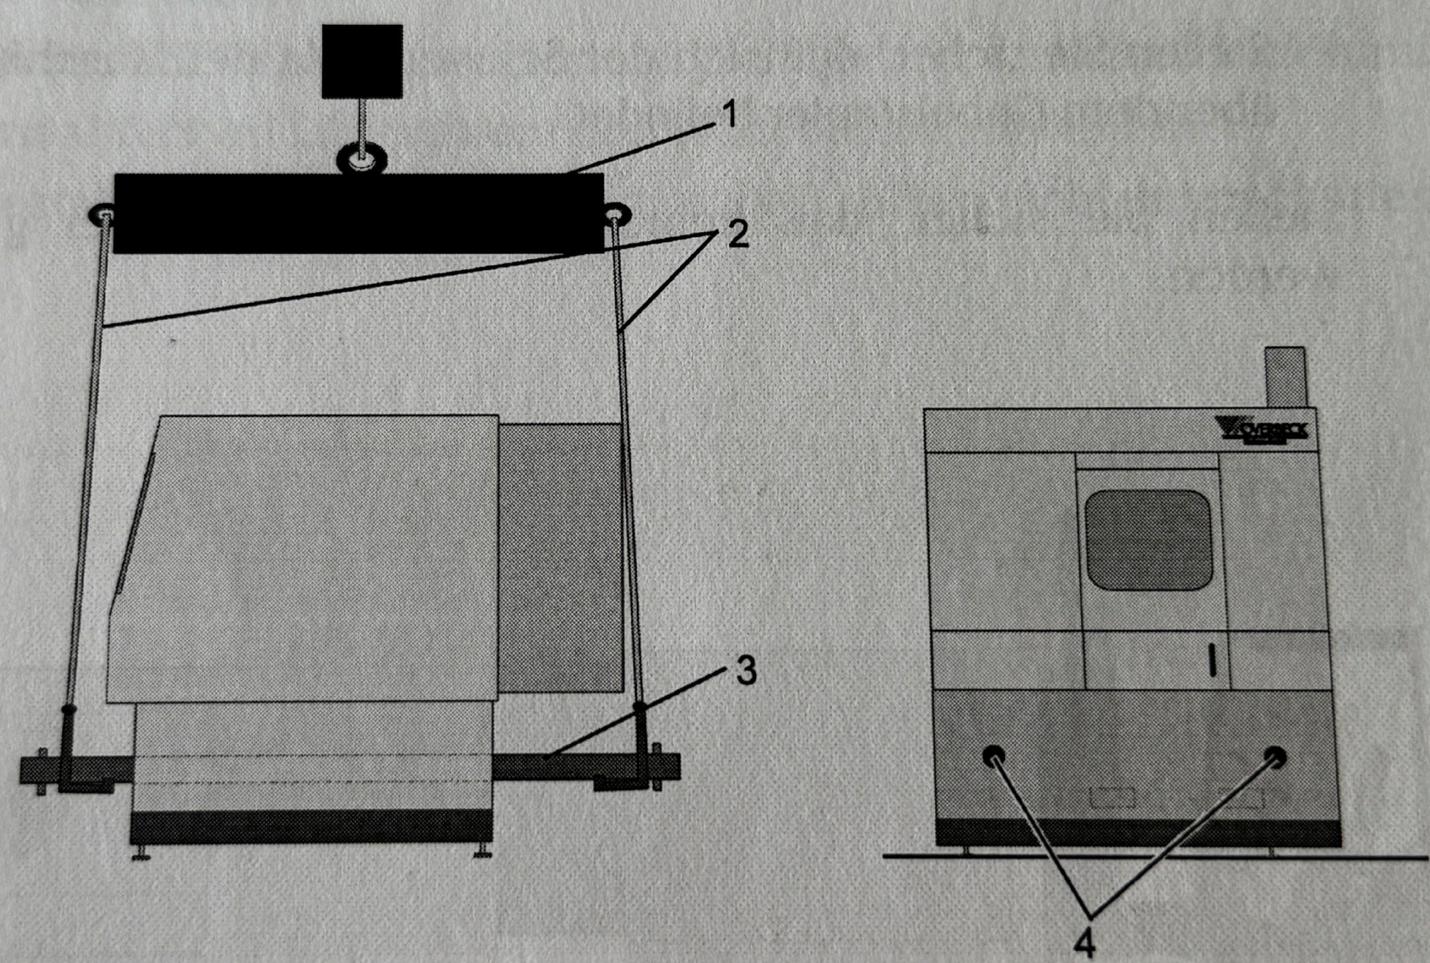

Bild 2.1: Transport mit einem Kran
- Quertraverse (Bild 2.1, Pos. 1), Transportseile (Bild 2.1, Pos. 2) und Transportstangen (Bild 2.1, Pos. 3) verwendet werden.
Die Transportstangen sind durch die Öffnungen (Bild 2.1, Pos. 4) zu schieben und die Transportseile (Bild 2.1, Pos. 2) sind gegen Verrutschen zu sichern.